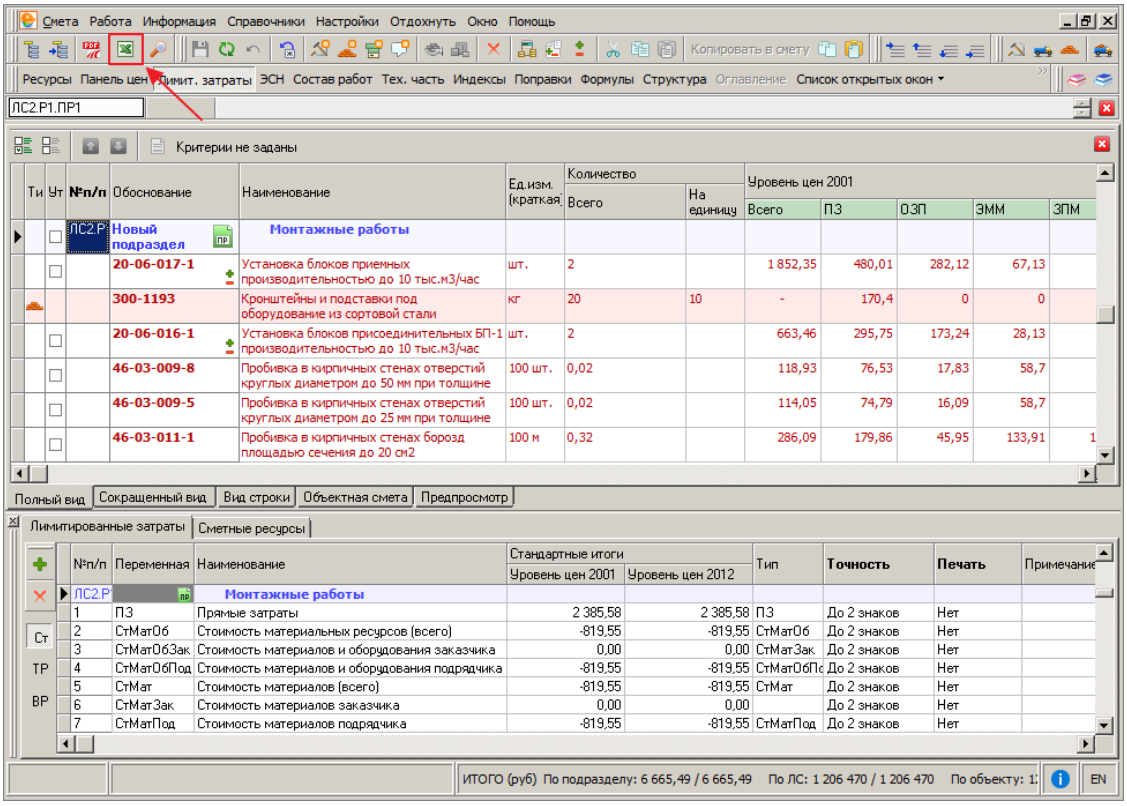

Рис. 1. Экспорт данных во внешний табличный редактор
- Нажмите на кнопку  панели инструментов **Стандартная** (см. рис. 1).